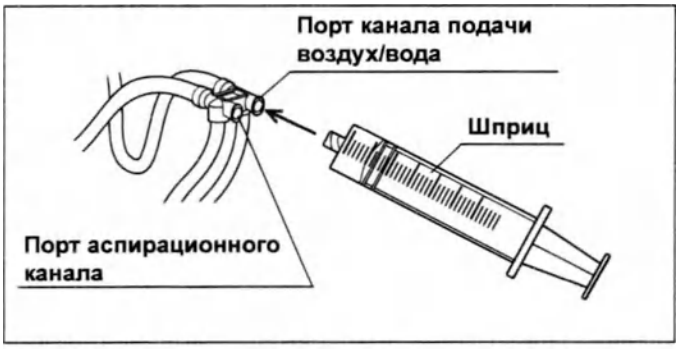

Рис. 6.32
4. Присоедините шприц к порту канала подачи воздух/вода инъекционной трубки. (см. рис. 6.32)